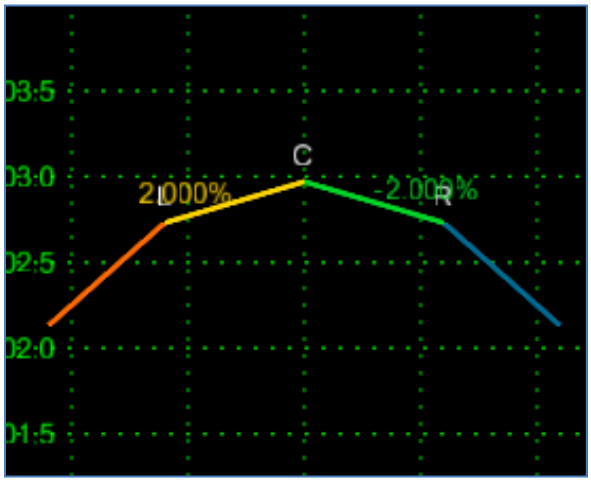

Figure L8-58 Superelevation XSEC View
98.	**The Superelevation Mode Cross Section View is Color coded the same as the Superelevation Plan View.** • Look at the Superelevation Mode Cross Section view shown in *Figure L8-58*. The Cross Section is color coded the same as in the Superelevation Mode Plan View represented in **Step 97**. • Right mouse click in the Superelevation Mode Cross Section View. You are presented with the **Edit Station** and **Display Properties** options the same as in the Normal Mode Plan View. • Left Click in a blank part of the View to cancel making a selection.